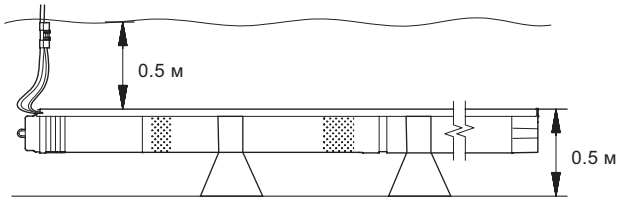

Рис. 10 Установка в горизонтальном положении
- **для монтажа в горизонтальном положении:** минимальное расстояние 0,5 м от дна резервуара до верхнего края насоса и расстояние 0,5 м от всасывающего патрубка насоса до динамического уровня воды (см. рис. 10).